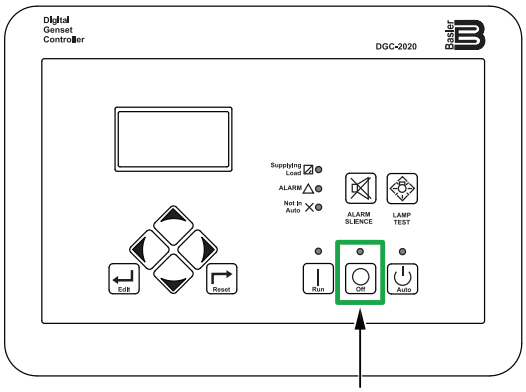

Figure 75. Digital Controller (OFF Button)
1. Press the **Off button** on the digital controller (Figure 75) to stop the engine. The engine will stop after a 1-minute cool-down process.